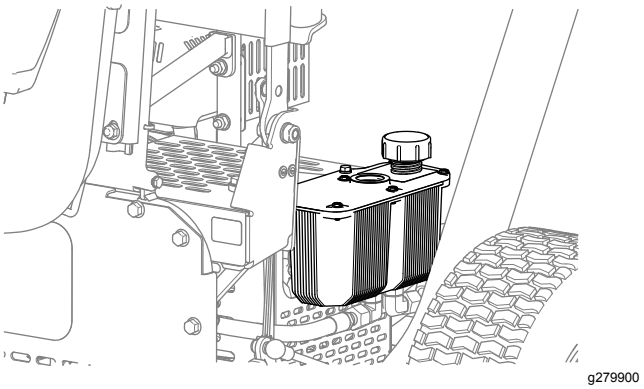

**Figuur 38**
2. Verwijder de dop van het hydraulische reservoir (Figuur 38).
4. Plaats de dop weer op het reservoir (Figuur 38).